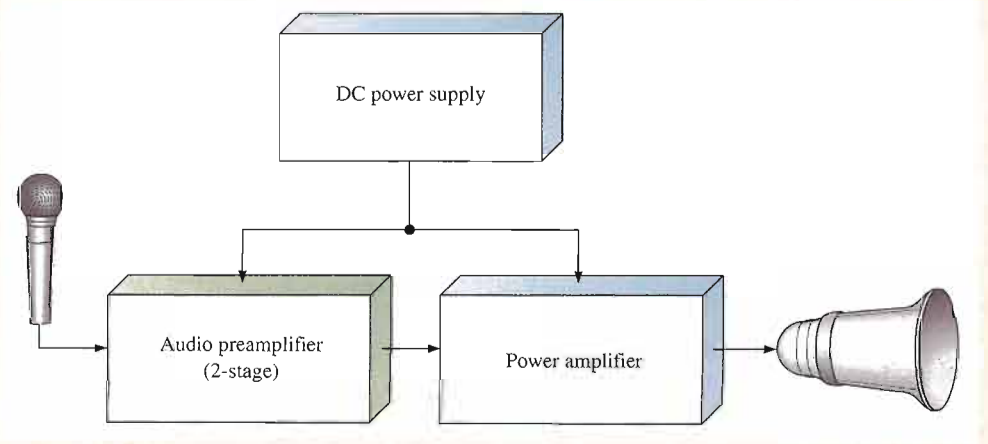

FIGURE 9–34
Refer to the partial data sheet in Figure 9–36.
- Check out the printed circuit board in Figure 9–37 to verify that it is correct according to the schematic. The backside interconnection is shown as a darker trace.